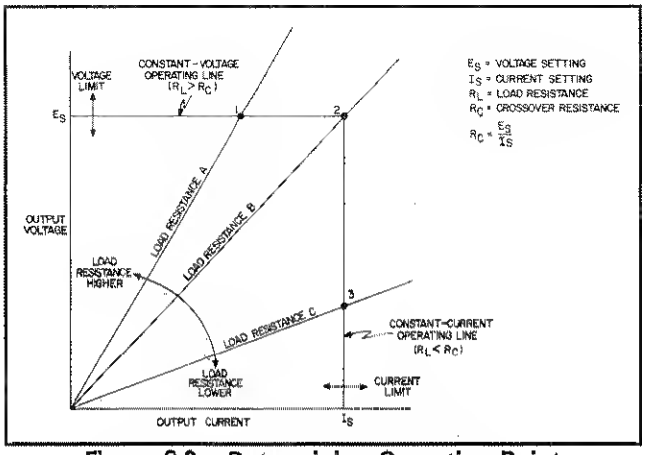
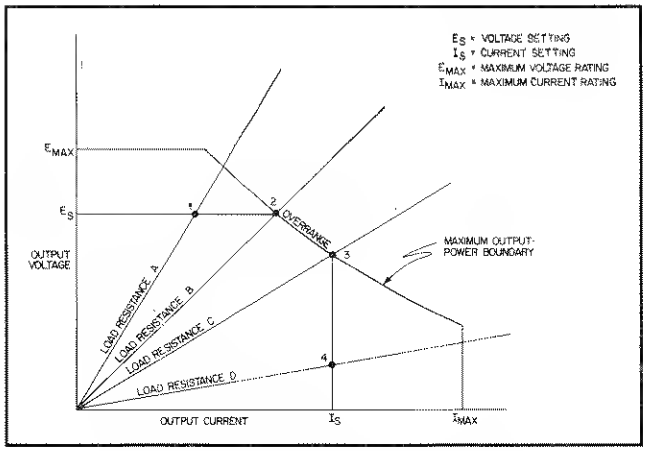

Figure 3-2. Determining Operating Point
Figure 3-3. Overrenge Operetion
3-6 The HP 6038A can operate as a constant voltage (CV) or constant current (CC) source over a wide range of output voltage and current combinations. The specifications table contains a graph showing the overall output range of the power supply. Figure 3-2 shows a rectangular operating locus that is defined by voltage and current settings of the power supply. The point on that locus at which the power supply actually
operates is determined by the load resistance. Three load-resistance lines are shown on Figure 3-2. The line representing load resistance A, the highest load resistance shown on the graph, crosses the operating locus at point 1. Point 1 is on the part of the operating locus defined by the voltage setting, so the power supply operates in CV mode.
3-9 In Figure 3-2 the entire rectangular operating locus falls within the output range of the power supply. Figure 3-3 shows a situation in which the voltage and current settings are high enough that the rectangular operating locus is cut off by the maximum output power boundary of the power supply. For the load resistance A, the power supply operates in CV mode at the voltage and current values for point 1. Similarly, for load resistance D the power supply operates in CC mode at point 4.